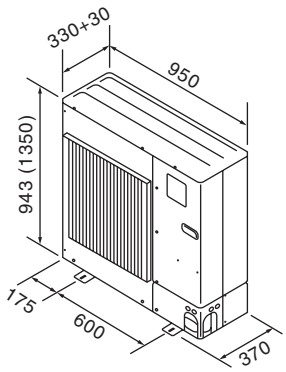

Fig. 2-2
2.3. Dimensões globais (Unidade exterior) (Fig. 2-2)